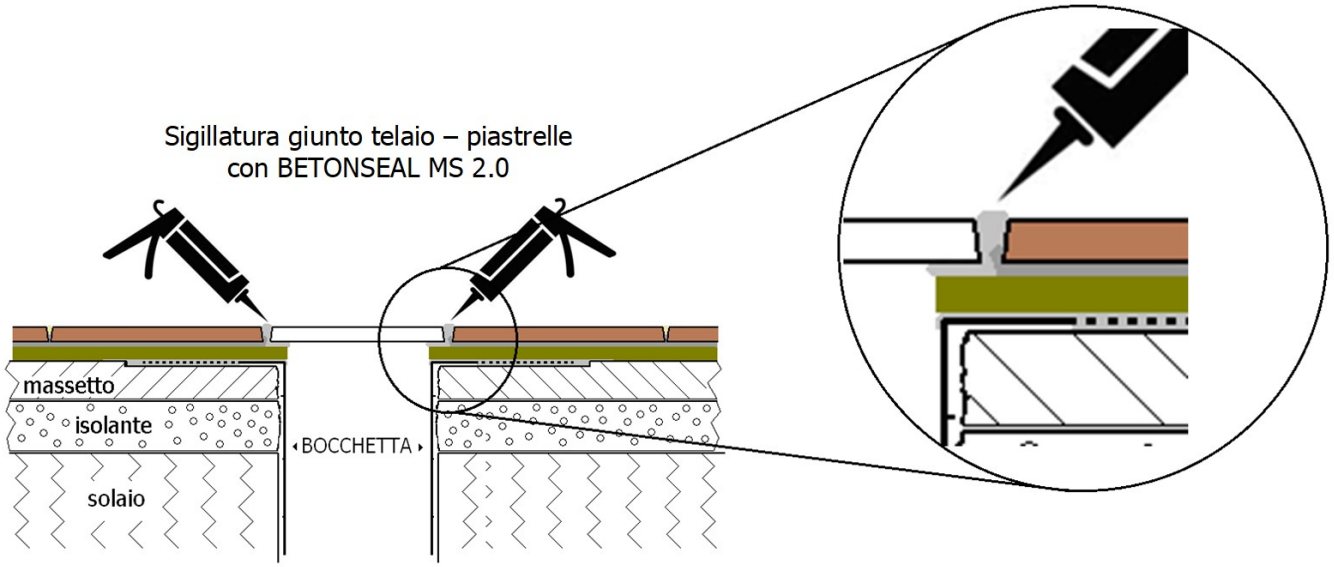

Fig. 8: sigillatura del giunto telaio portagriglia - piastrelle
• al termine delle operazioni di fugatura e dopo la completa asciugatura della superficie si può rimuovere il nastro protettivo e realizzare la sigillatura del giunto telaio-piastrella con BETONSEAL MS 2.0 (vedi Fig. 8);